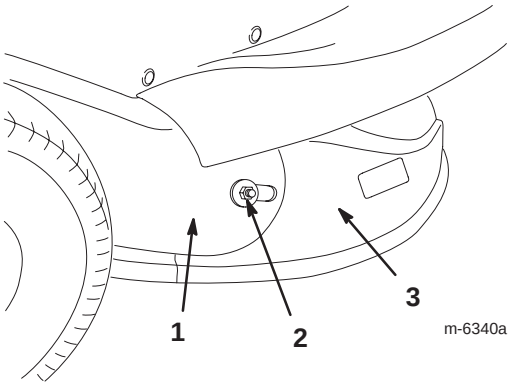

Figure 14
8. Retirez l’écrou et la rondelle extérieure de fixation de l’éjecteur au tube d’éjection (Fig. 14).
14. Remettez l’écrou et la rondelle extérieure de fixation de l’éjecteur au tube d’éjection (Fig. 14).